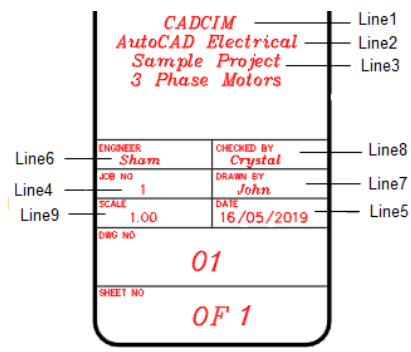

Figure 2-58 *The title block showing the description entered in the* ***Project Description*** *dialog box*
*The information that you enter in the description lines of the **Project Description** dialog box will be displayed at a particular location in the title block of the drawing files of the **CADCIM** project, as shown in Figure 2-58. The title blocks will be discussed in detail in Chapter 12.*